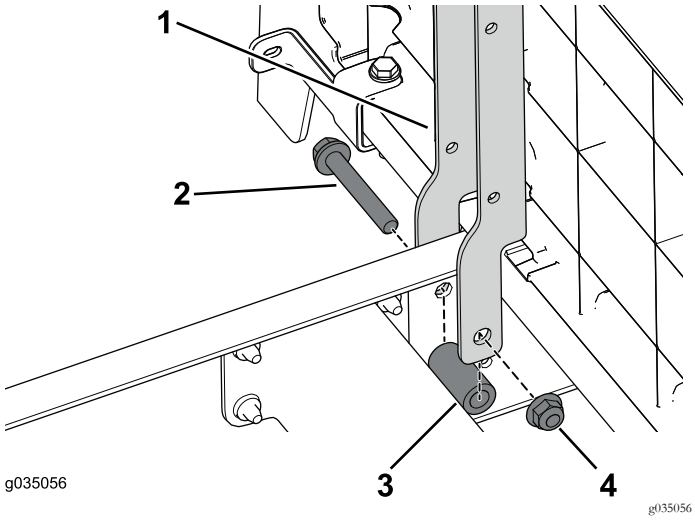

Figur 37
1. Fäst sätesstöden på maskinens främre del med två skruvar (3/8 x 2 1/2 tum), distansbrickor och flänsmuttrar (Figur 37).